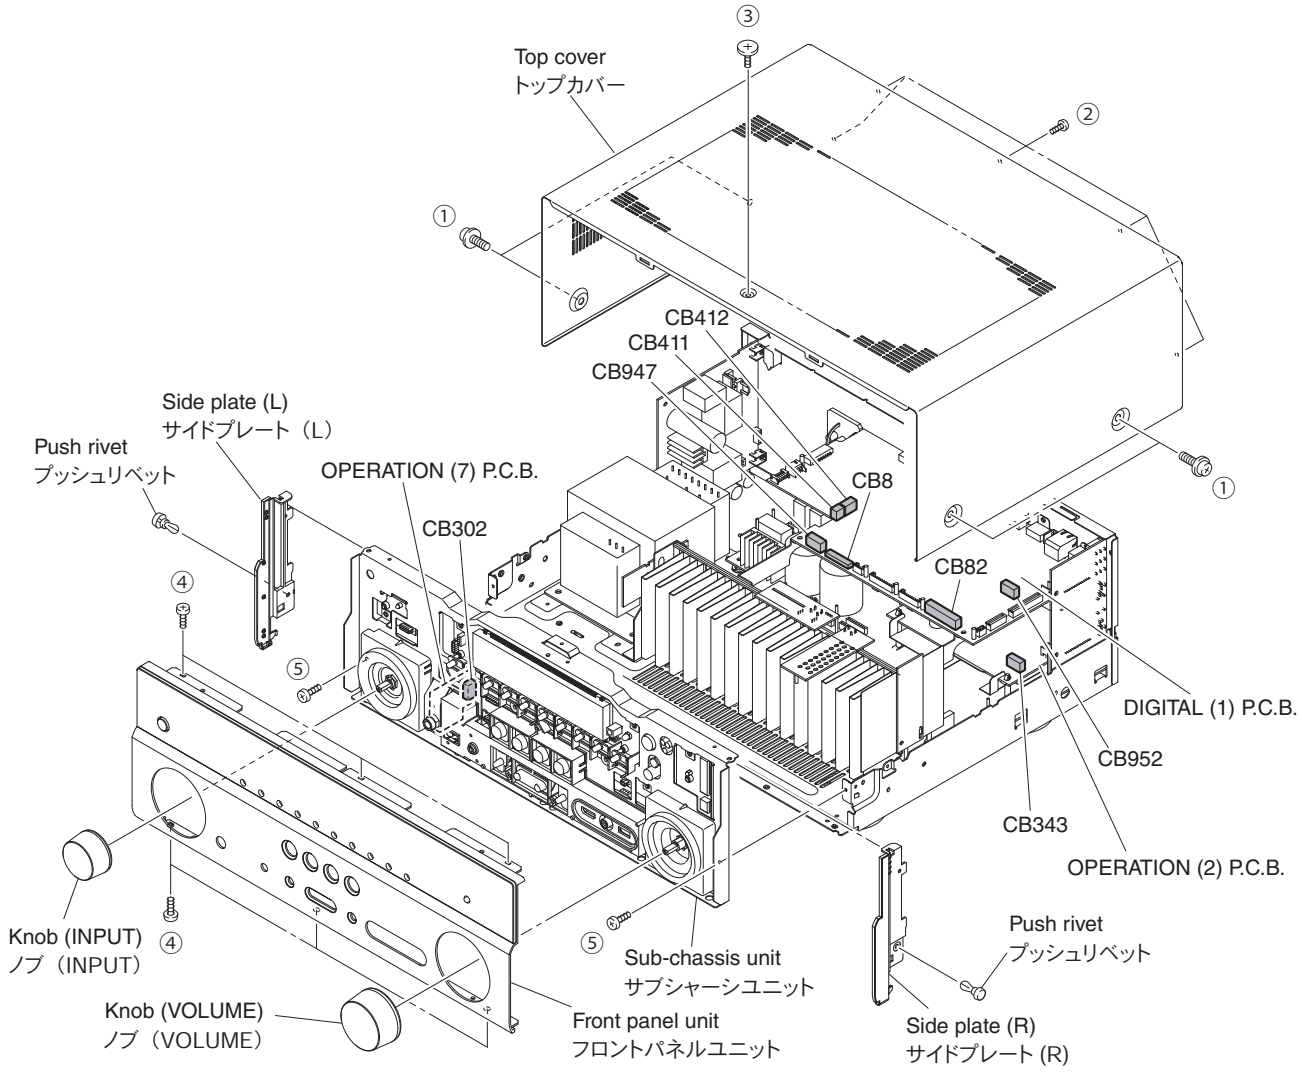

Fig. 1
a. Remove 4 screws (①), 5 screws (②) and screw (③). (Fig. 1)
b. Lift the rear of the top cover to remove it. (Fig. 1)
a. Remove knob (INPUT) and knob (VOLUME). (Fig. 1)
b. Remove 6 screws (④) and then remove the front panel unit. (Fig. 1)
c. Remove 2 push rivets and then remove the side plate (L) and side plate (R). (Fig. 1)
d. Remove CB8, CB82, CB302, CB343, CB411, CB412, CB947 and CB952. (Fig. 1)
e. Remove 2 screws (⑤) and then remove the sub-chassis unit. (Fig. 1)
a. ① のネジ 4 本、② のネジ 5 本、③ のネジ 1 本を外します。(Fig. 1)
b. トップカバーの後部を持ち上げ、外します。(Fig. 1)
a. ノブ（INPUT）とノブ（VOLUME）を外します。(Fig. 1)
b. ④ のネジ 6 本を外し、フロントパネルユニットを前方に外します。(Fig. 1)
c. プッシュリベット 2 個を外し、サイドプレート（L）、サイドプレート（R）を外します。(Fig. 1)
d. CB8、CB82、CB302、CB343、CB411、CB412、CB947、CB952 を外します。(Fig. 1)
e. ⑤ のネジ 2 本を外し、サブシャーシユニットを外します。(Fig. 1)